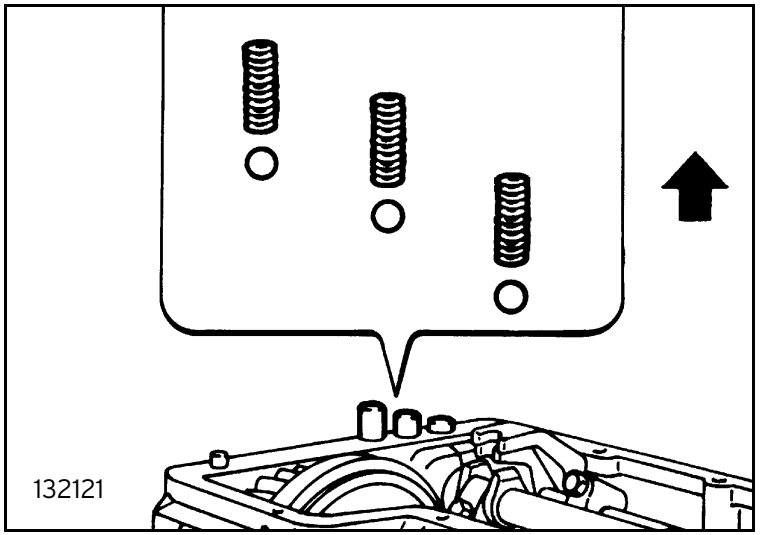

Fig. 21
- remove the springs and rod retaining balls (figure 21);